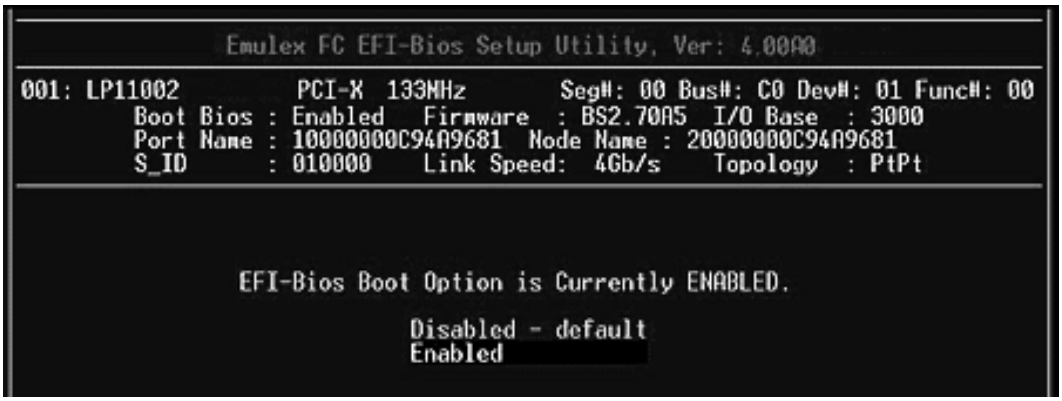

Figure 27: BIOS Enabled screen.
3. If the current status is disabled, select **Enabled** and press **<Enter>**. The status changes to enabled (Figure 27).